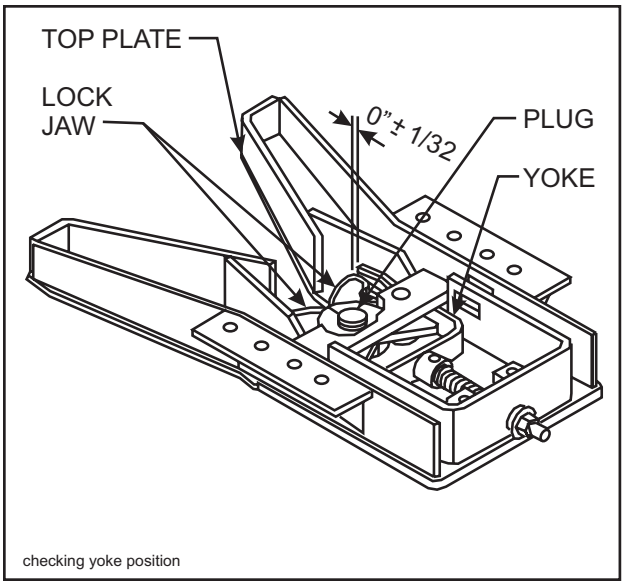

Figure 4-6 Checking Yoke Position
i. Check the position of the yoke tips. They must be flush with the ends of the locks or must not extend more than 1/32" beyond the ends of the locks **(See Figure 4-6).** If the yoke are short of the ends of the locks, it will be necessary to grind the outside surfaces of the yoke with a belt sander or grinder until it fits precisely into place **(See Figure 4-6).** If the yoke extends beyond the ends of the locks, it will be necessary to build up the contact surface of the yoke with weld using a low hydrogen E70XX welding rod and grind the surfaces back down to the proper fit **(See Figures 4-6 and 4-7).**